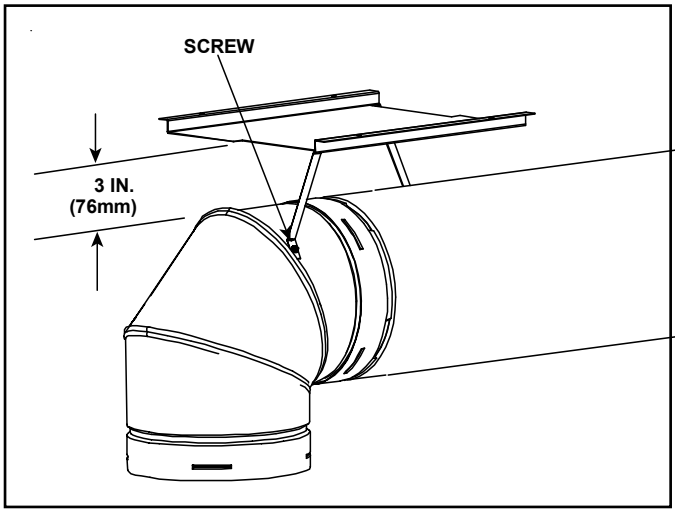

Figure 6.4 Elbow Heat Shield Installed
- If the combustible materials are not in place at the time of install the elbow heat shield may be screwed to the exhaust pipe. See Figure 6.4. Cut the tabs as shown and bend down. Secure the heat shield to the pipe maintaining 3” to 4” between the pipe and shield.
- 90° elbows may be installed and rotated to any point around the preceding component’s vertical axis. If an elbow does not end up in a locked position with the preceding component, attach with a minimum of two (2) sheet metal screws.